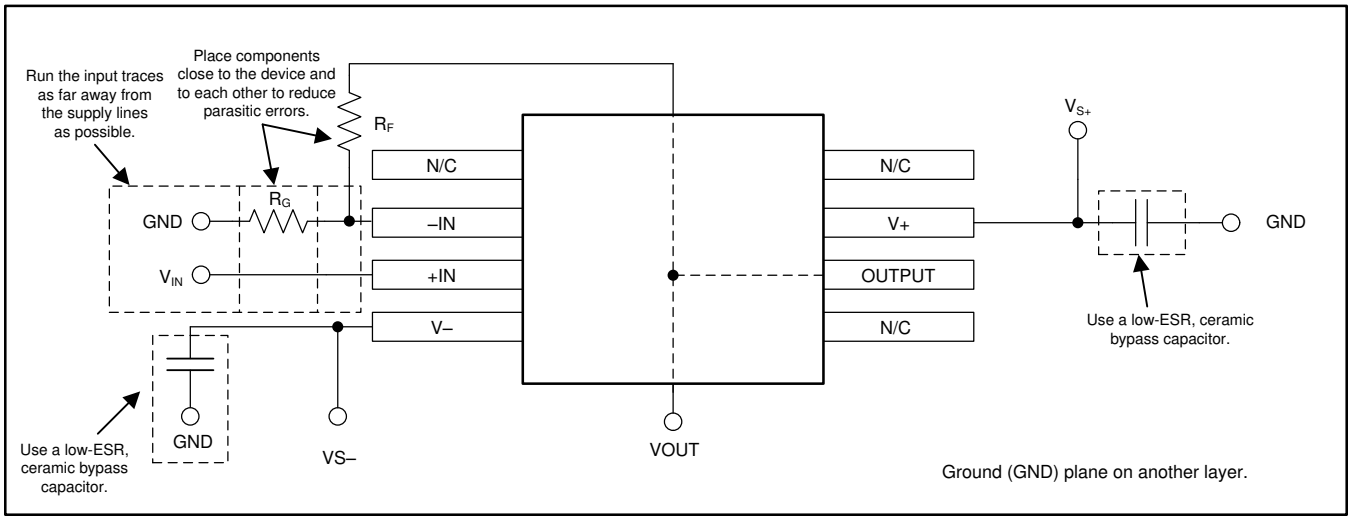

**図 20. Operational Amplifier Board Layout for Noninverting Configuration**
- Place the external components as close to the device as possible. Keep $R_F$ and $R_G$ close to the inverting input in order to minimize parasitic capacitance, as shown in 図 20.